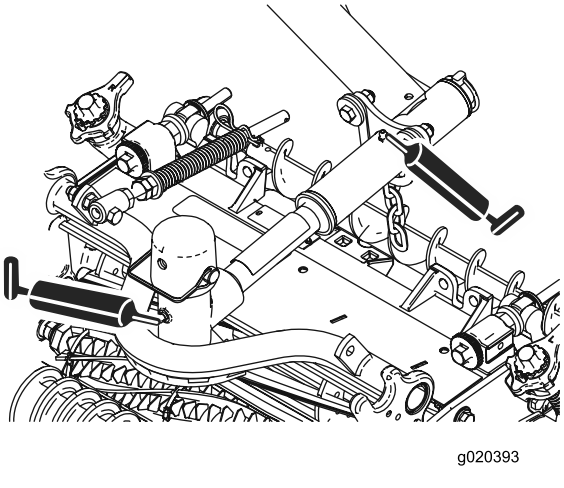

Figur 48
- Klippeenhetstapper (2 hver). Se Figur 48.